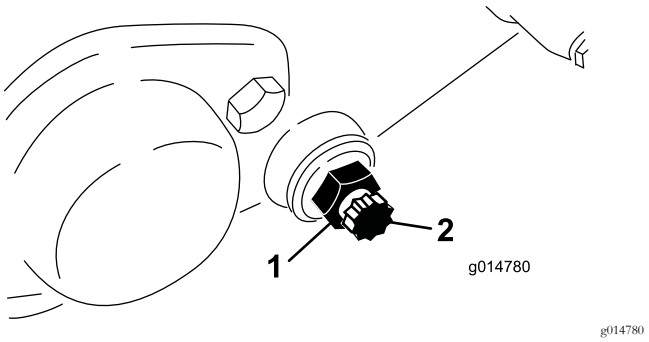

**Figur 56**
3. Løsn den kontramøtrik, som fastgør bundtværstangens bolt, på hver side af maskine (Figur 56).
4. Afmonter bundtværstangens bolte, så bundtværstangen kan trækkes nedad og fjernes fra maskinen. Gem de 2 nylonskiver og 2 prægede stålskiver på hver ende af bundtværstangen (Figur 56).